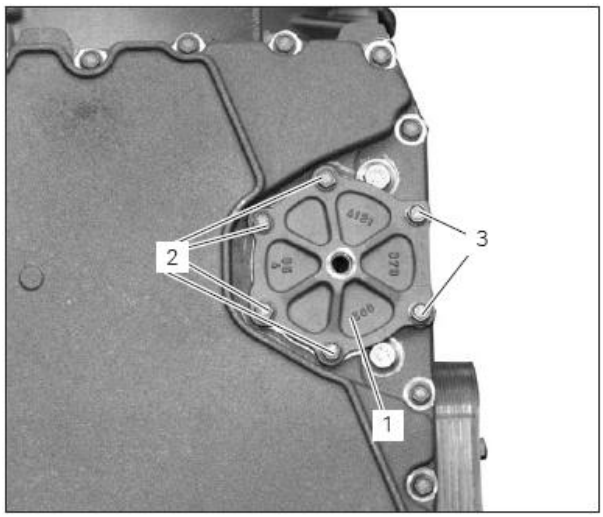

Rys. 5 Rozmieszczenia śrub mocujących pokrywę korka spustowego: 1 – pokrywa filtra oleju, 2 – śruby M8x30, 3 - śruby M8x55
- przykręcić pokrywę filtra (Rys. 5, pozycja 1) czterema śrubami M8x30 (Rys. 5, pozycja 2). Moment dokręcania śrub – 23 Nm,
- przykręcić pokrywę filtra (Rys. 5, pozycja 1) dwoma śrubami M8x55 (Rys. 5, pozycja 3). Moment dokręcania śrub – 23 Nm,